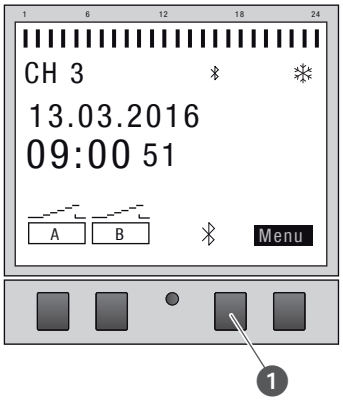

Afb. 22: Bluetooth-verbinding aan de kanaaluitbreiding opbouwen
6. De Bluetooth-toets (Afb. 22/❶) aan de kanaaluitbreiding indrukken.